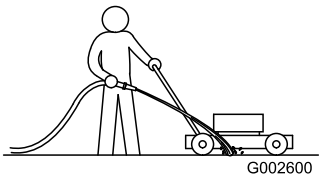

Figuur 26
1. Plaats de machine op een vlak, verhard oppervlak, laat de motor lopen en spuit een straal water voor het **rechter** achterwiel (Figuur 26).